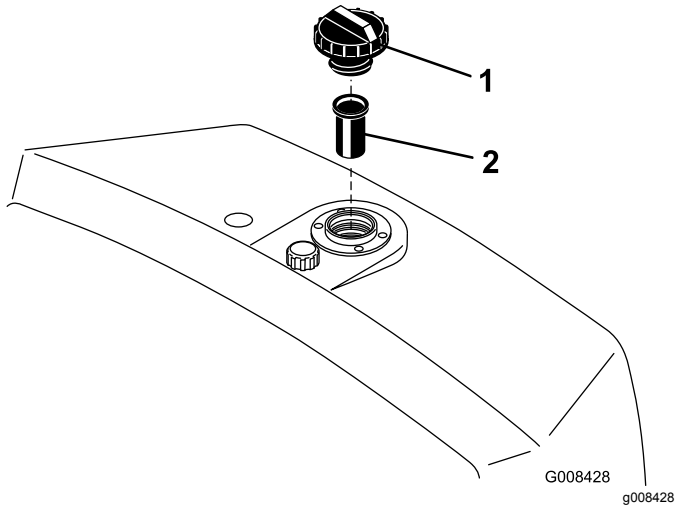

Figur 26
2. Fjern lokket fra beholderen, og sjekk væskenivået. Væsken bør nå opp til bunnen av skjermen i påfyllingshalsen (Figur 26).